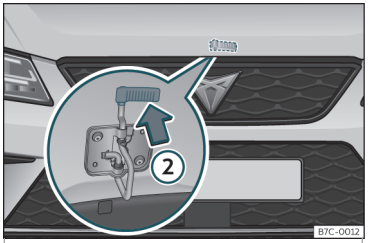

Fig. 255 Leva bajo el capó.
- Para levantar el capó haga presión hacia arriba sobre la leva situada debajo del capó ››› **fig. 255** ②. El gancho de sujeción queda desbloqueado.